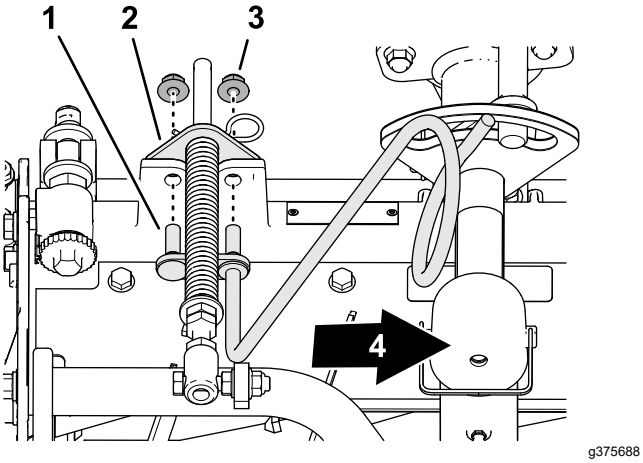

Figura 14
3. Aliniai tifturile ghidajului pentru furtunul din dreapta cu orificiile cadrului unităii de tăiere i suportul de compensare pentru gazon (Figura 14).